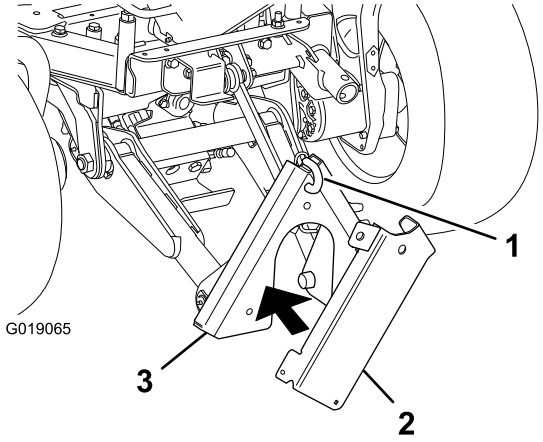

Figur 2
2. Trekk ut pinnen på toppen av den fremre festebraketten (Figur 2).
3. Hold jekklagringsbraketten mot fremre festebrakett, og fest jekklagringsbraketten på den fremre festebraketten med pinnen (Figur 2).